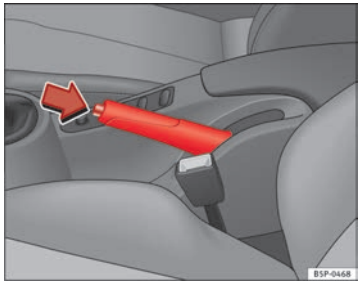

Fig. 150 Handbrake between the front seats
– Pull the handbrake lever up firmly ⇒ Fig. 150.
– Pull the lever up slightly and press the release knob in the direction of the arrow ⇒ Fig. 150 and guide the handbrake lever down fully ⇒ ⚠.